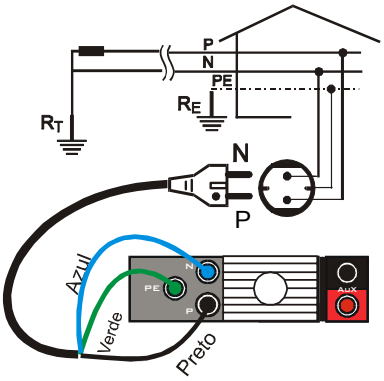
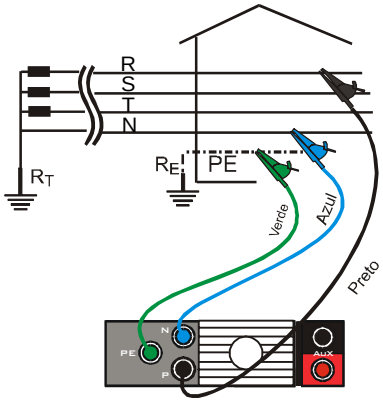
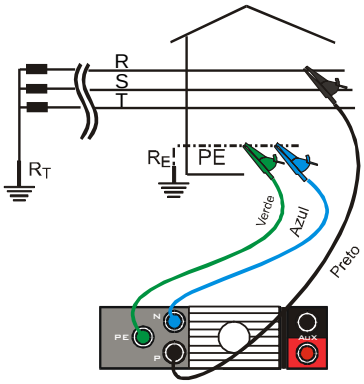

Fig. 29: Ligação do instrumento para medições da impedância do circuito de defeito em sistemas monofásicos ou Bifásicos a 220V
Fig. 30: Ligação do instrumento para medições da impedância do circuito de defeito em sistemas trifásicos 380V com Neutro
Fig. 31: Medição da impedância do circuito de defeito num sistema trifásico 220 ou 380V sem Neutro
2. Mover o instrumento para a esquerda e inserir os três conectores Amarelo-Verde, Azul e Preto do cabo C2033 ou dos cabos do KIT5004F nos terminais correspondentes do instrumento (ver as ligações possíveis nas Fig. 29, Fig. 30 e Fig. 31). No caso de utilizar o KIT 5004F, inserir nas extremidades livres dos cabos os crocodilos SET COC3.
2. Inserir a ficha Shuko do cabo C2033 numa tomada 220V 50/60Hz ou os crocodilos nos condutores do sistema trifásico (ver Fig. 29, Fig. 30 e Fig. 31). Na ficha existe uma marca que indica qual o terminal da ficha a ligar ao condutor de fase.